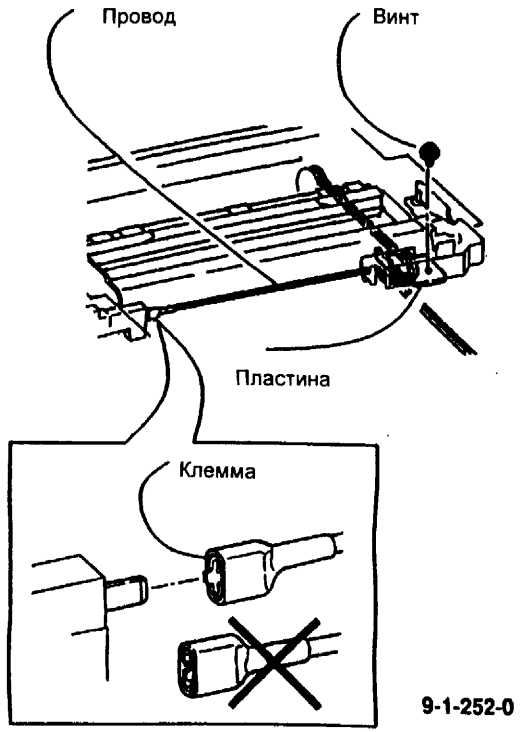

Рис. 4 Установка троса скольжения
2. (Рис. 4) Убедитесь, что клеммы подсоединены правильно.
3. (Рис. 4) Затяните винт. фиксируя пластину в положении, когда провода не провисают.